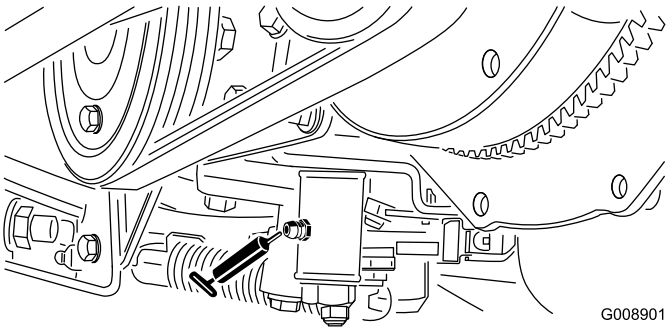

Figur 43
- Neutraljusteringsmekanismen (Figur 43)